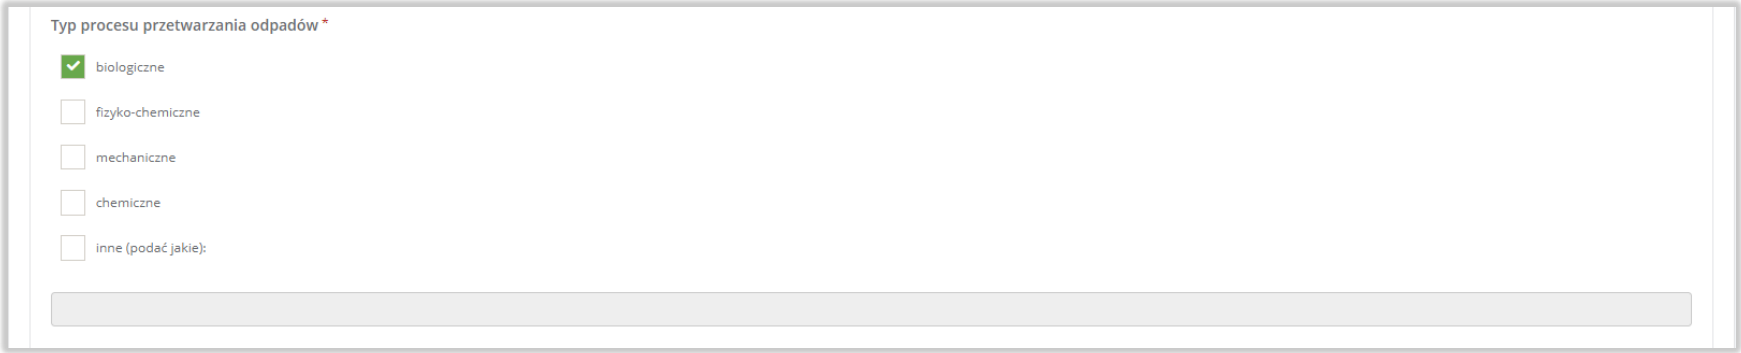

Rysunek 9 Typ procesu przetwarzania odpadów
- lub inne (podać jakie). **[RYSUNEK 9]**